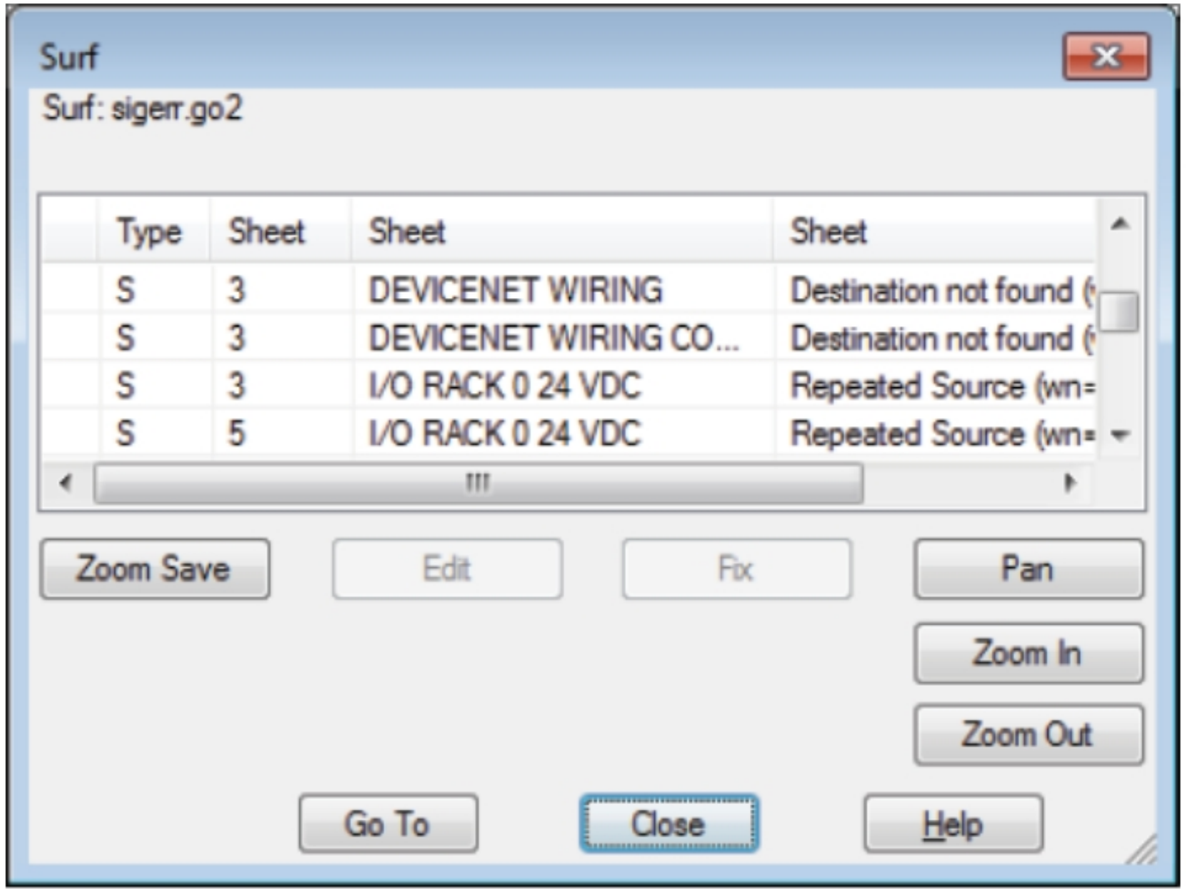

Figure-31. Surf dialog box
- After selecting desired radio button, click on the **Surf** button below it. The **Surf** dialog box will be displayed; refer to Figure-31.